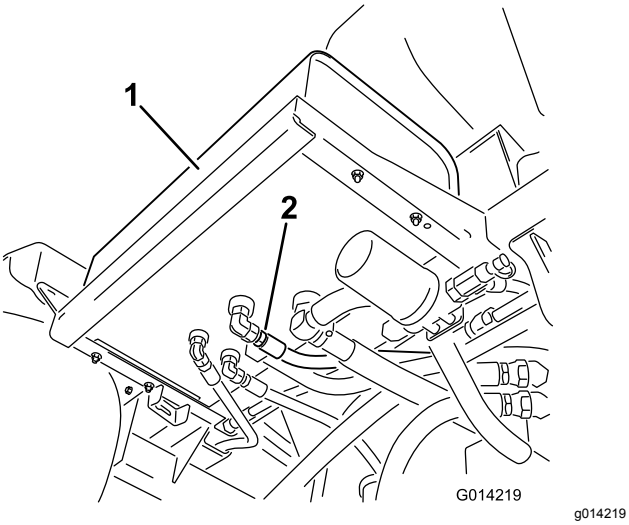

**Рисунок 93**
2. Очистите зону вокруг штуцера гидравлического шланга в нижней части гидравлического бака (Рисунок 93).
4. Снимите штуцер шланга с бака и дайте рабочей жидкости стечь в поддон (Рисунок 93).